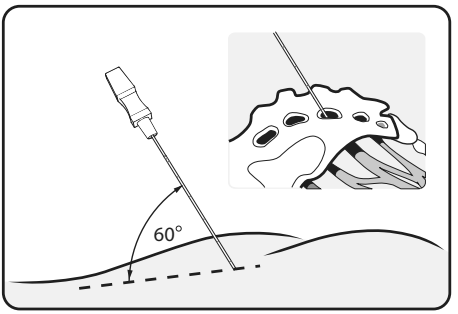

Figura 5. Inserimento dell'ago con un'angolatura di 60 gradi
2. Collocare l'ago nel forame sacrale con un'angolatura di circa 60 gradi rispetto alla superficie ossea. Il nervo si trova lungo l'aspetto supero-mediale del forame sacrale. (**Figura 5**)